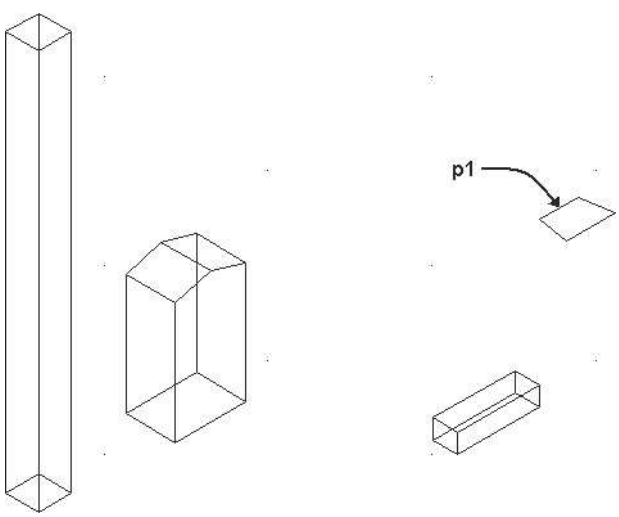

FIGURE 4.52 *Selection of a polyline to create a Profile*
9. Select the polyline at p1 as shown in Figure 4.52, right-click, and choose Convert To > Mass Element. Respond to the following workspace prompts to specify the mass element: